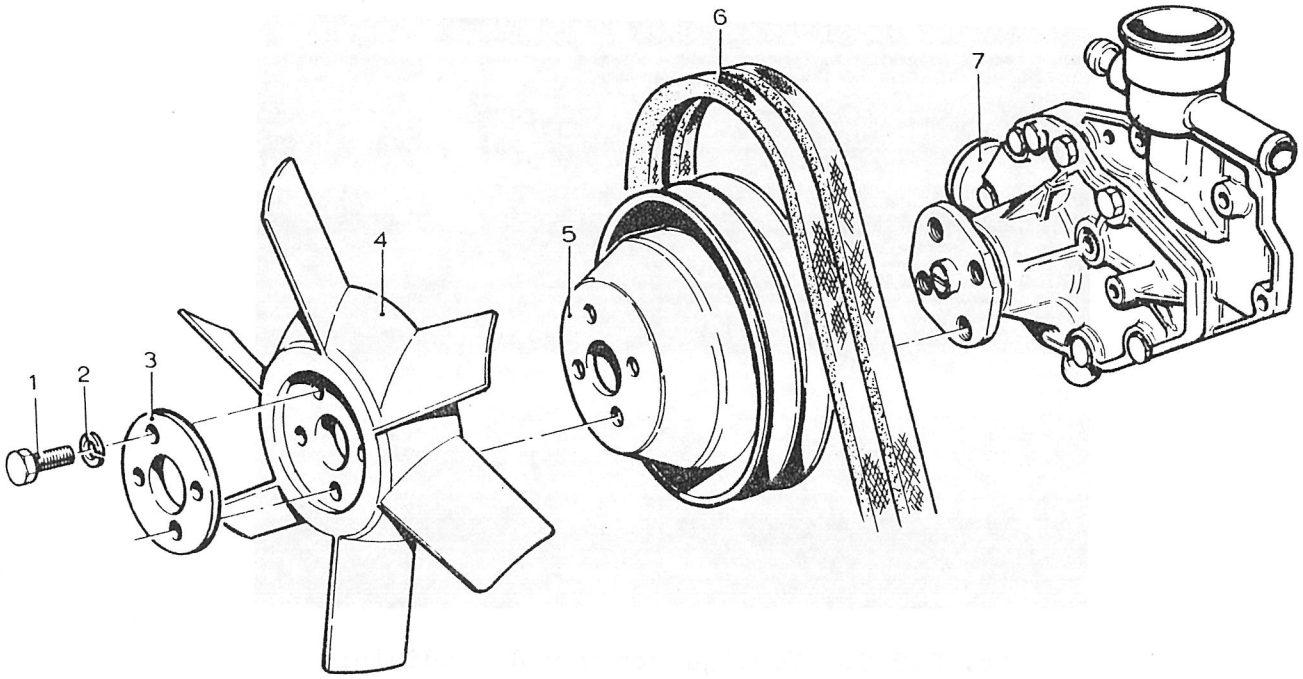

Afb. 2.8.3. Ventilator met riemschijf
a. Verwijderen (afb. 2.8.3.)
(1) Verwijder de radiator (zie pt. 2.8.1.).
(2) Draai de bevestigingsbouten van de dynamo los en verwijder de V-riemen.
(3) Draai de vier bouten (1) los en verwijder de veerringen (2).
(4) Verwijder de opsluitplaat (3), ventilator (4) en de riemschijf (5) van de koelvloeistofpomp.
b. Aanbrengen (afb. 2.8.3.)
(1) Plaats de riemschijf (5) met ventilator (4) en opsluitplaat (3) op de koelvloeistofpomp en zet vast met de veerringen (2) en bouten (1). Zet de bouten vast met een aanhaalmoment van 1,3 - 1,5 mkg.
(2) Kontroleer de V-riemen op breuk of beschadigingen en vervang zonodig.
(3) Breng de V-riemen aan en stel de spanning van de V-riemen af. (zie pt. 2.8.3.).
(4) Breng de radiator aan (zie pt. 2.8.1.).